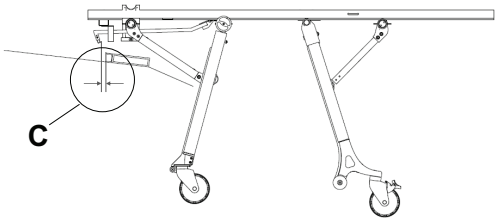

Figur 15 – Fritt utrymme för säkerhetskrok och fångstplatta
- Det fria horisontella utrymmet (C) mellan säkerhetskroken och fångstplattan är tillräckligt för urlyftning (Figur 15).